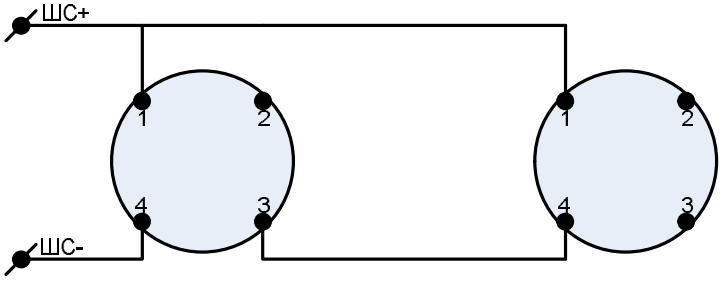

Рис.1
5.3. Подключите контакты основания к АПКП по схеме Рис.1